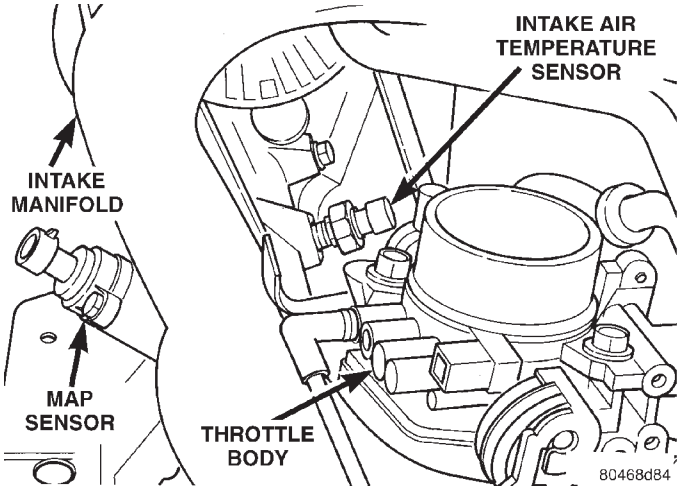
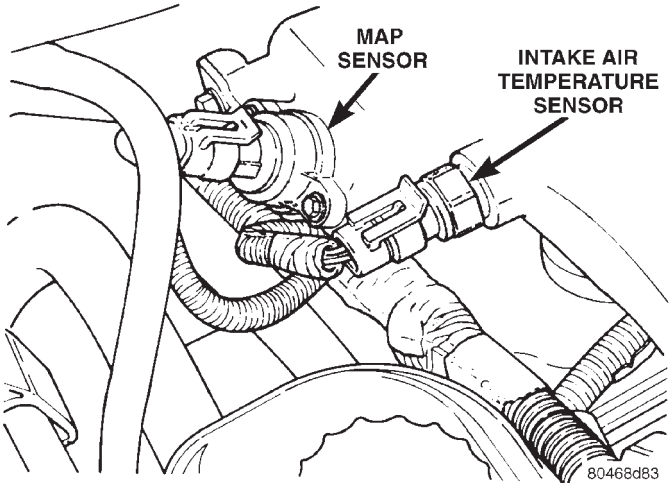

Fig. 51 Intake Air Temperature Sensor and MAP Sensor—2.4L
Fig. 52 Intake Air Temperature Sensor and MAP Sensor—2.5L
The intake air temperature sensor threads into the intake manifold plenum (Fig. 51) or (Fig. 52).
The MAP sensor attaches to the intake manifold plenum (Fig. 51)
(1) Remove mounting screws from sensor (Fig. 52).
(2) Unplug harness connector and remove sensor.